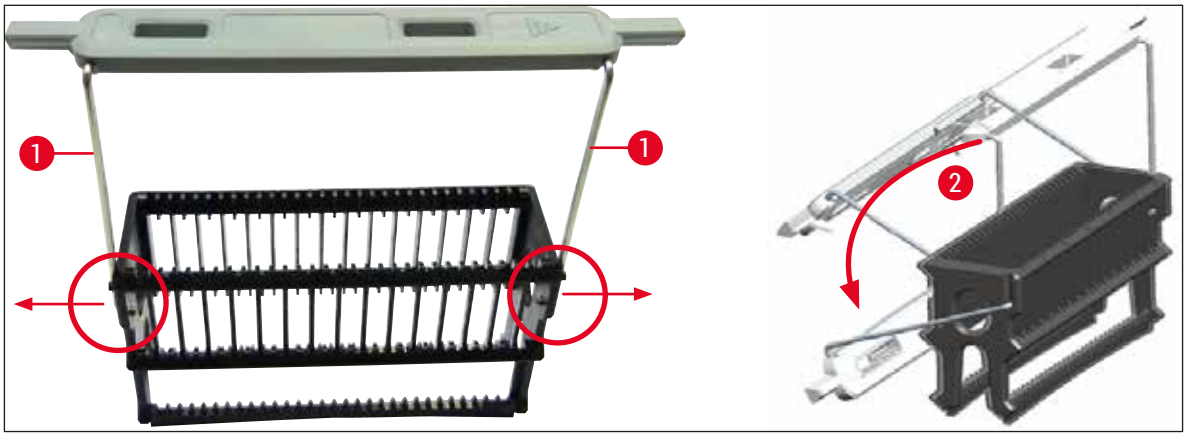

Fig. 69
- Assicurarsi che la maniglia sia posizionata correttamente nella posizione superiore, centrata sopra il portavetrini (→ Fig. 69)